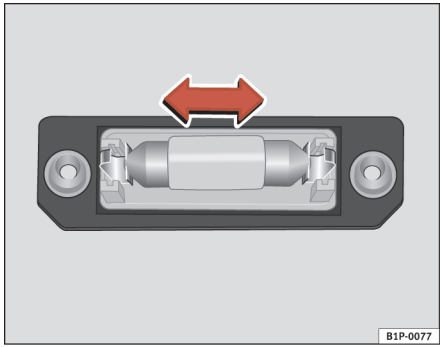

Fig. 173 Nummerpladelys
– Tag pæren ud i pilens retning ⇒ fig. 173.